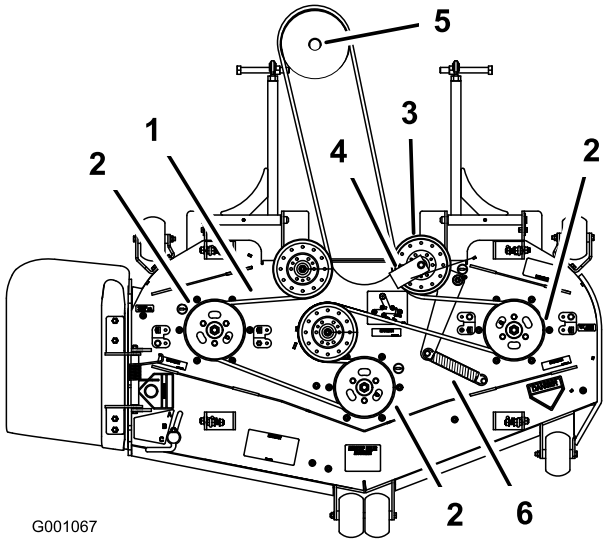

Figuur 68
6. Leg de nieuwe riem rond de poelies van het maaidek en de poelie van de tandwielkast onder de motor (Figuur 68).
7. Monteer de riemgeleider op de veerbelaste spanpoelie in een hoek van 45 graden zoals wordt getoond in Figuur 68. Draai de bout vast met een torsie van 37–45 Nm.
8. Monteer de veer van de spanpoelie op de twee polen (Figuur 68).